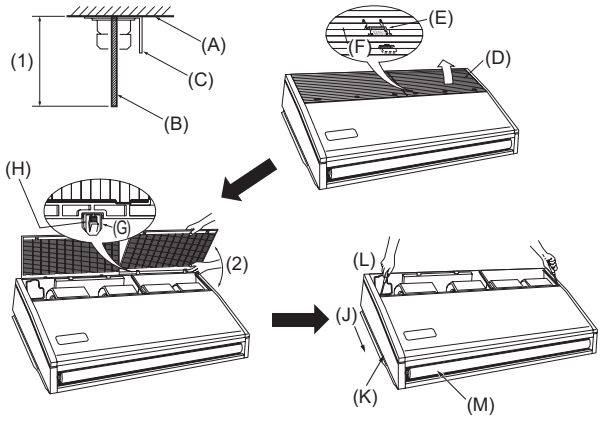

Fig. 3-4
3.2.4. Preparazione della sezione interna (Fig. 3-4)